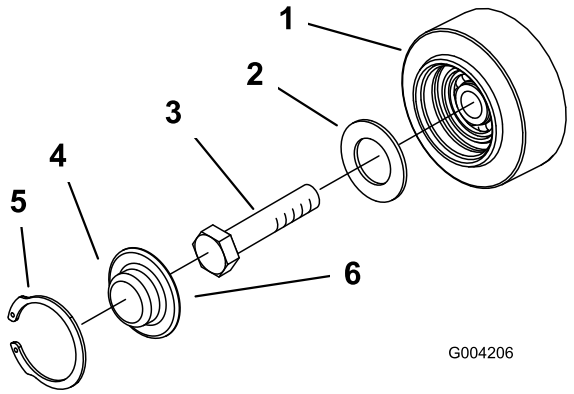

Figur 45
3. Ta bort låsringen och hatten från väghjulet (Figur 45).
4. Kontrollera smörjningen under hatten och runt packningen (Figur 45). Om den är smutsig, sandig eller förbrukad gör du rent så att allt fett försvinner, byter packningen och smörjer igen.
6. Sätt den infettade väghjulshatten över bulthuvudet (Figur 45).
7. Fäst väghjulshatten med låsringen (Figur 45).